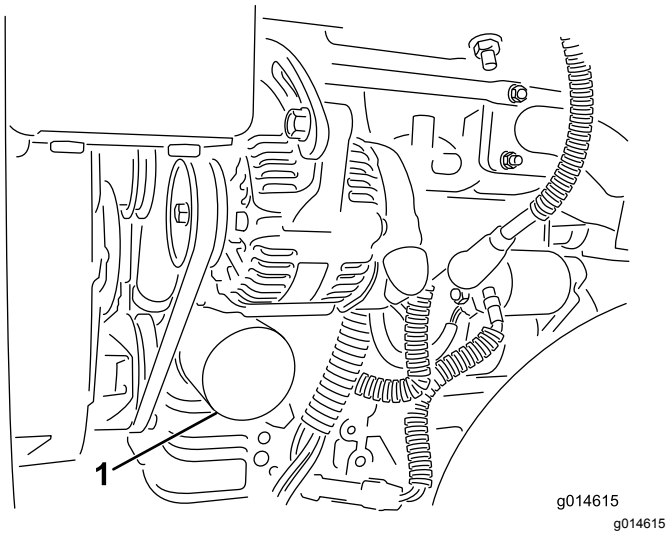

Rysunek 47
2. Wyciągnij filtr oleju (Rysunek 47). Nałóż cienką warstwę czystego oleju na uszczelkę nowego filtra.